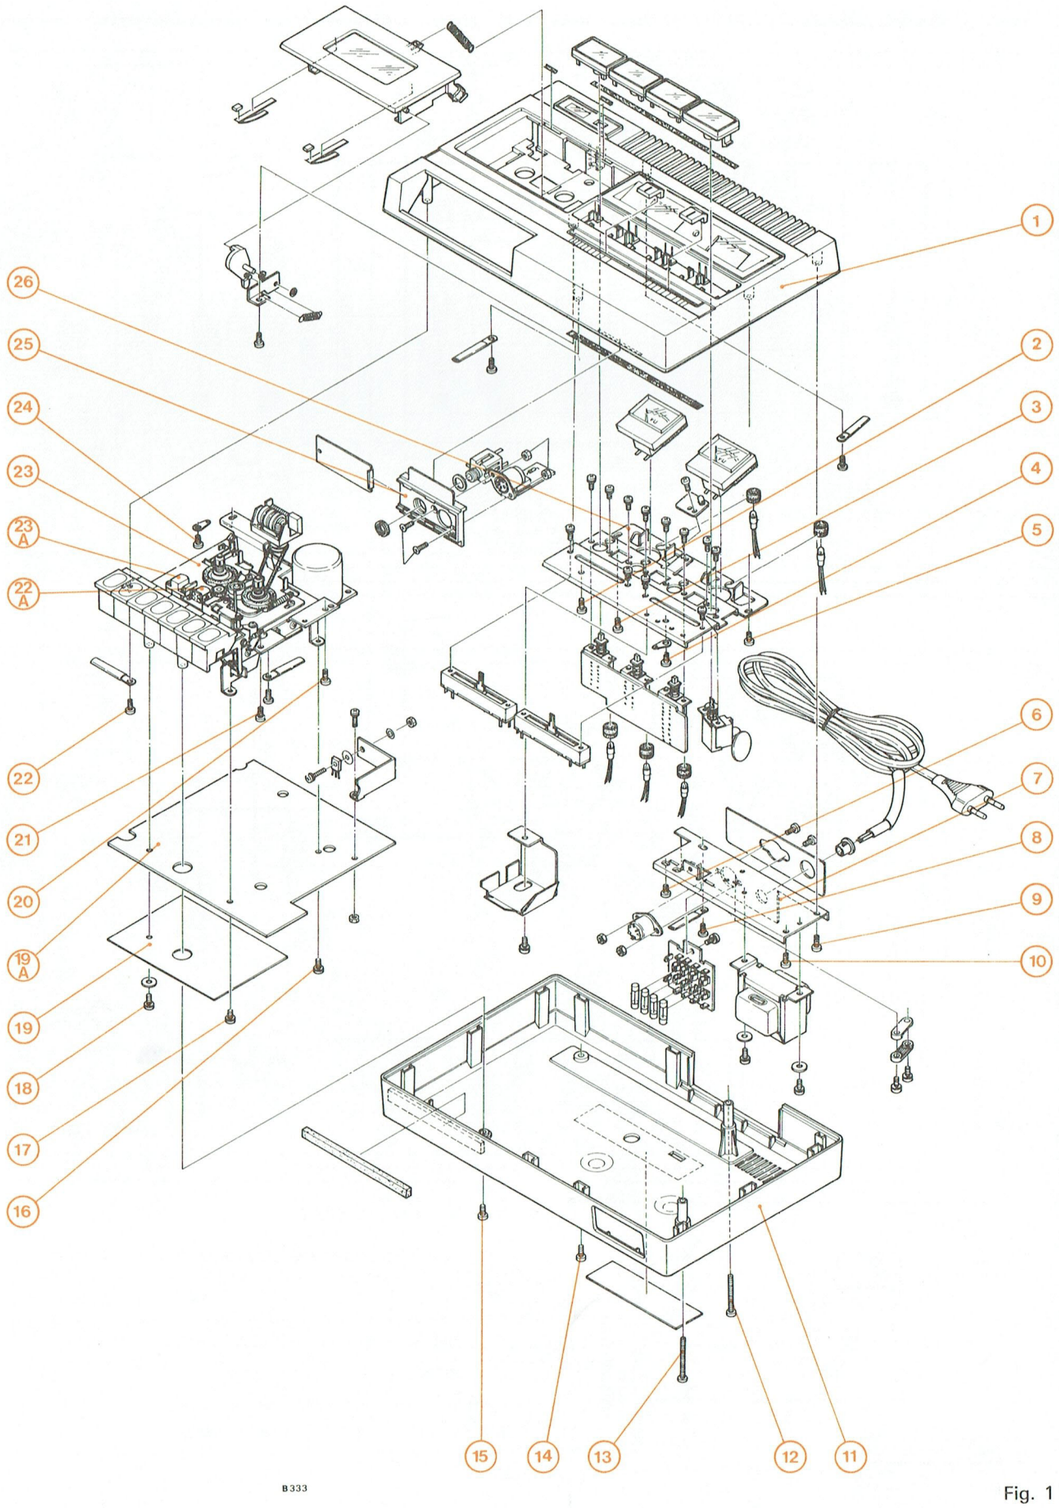

Fig. 1
A. DÉPOSE DU COFFRET INFÉRIEUR - ACCÈS AU CIRCUIT IMPRIMÉ AMPLIFICATEUR ENREG. LECTURE ET AUX FUSIBLES (Fig. 1)
B. DÉPOSE DU COFFRET SUPÉRIEUR (Fig. 1)